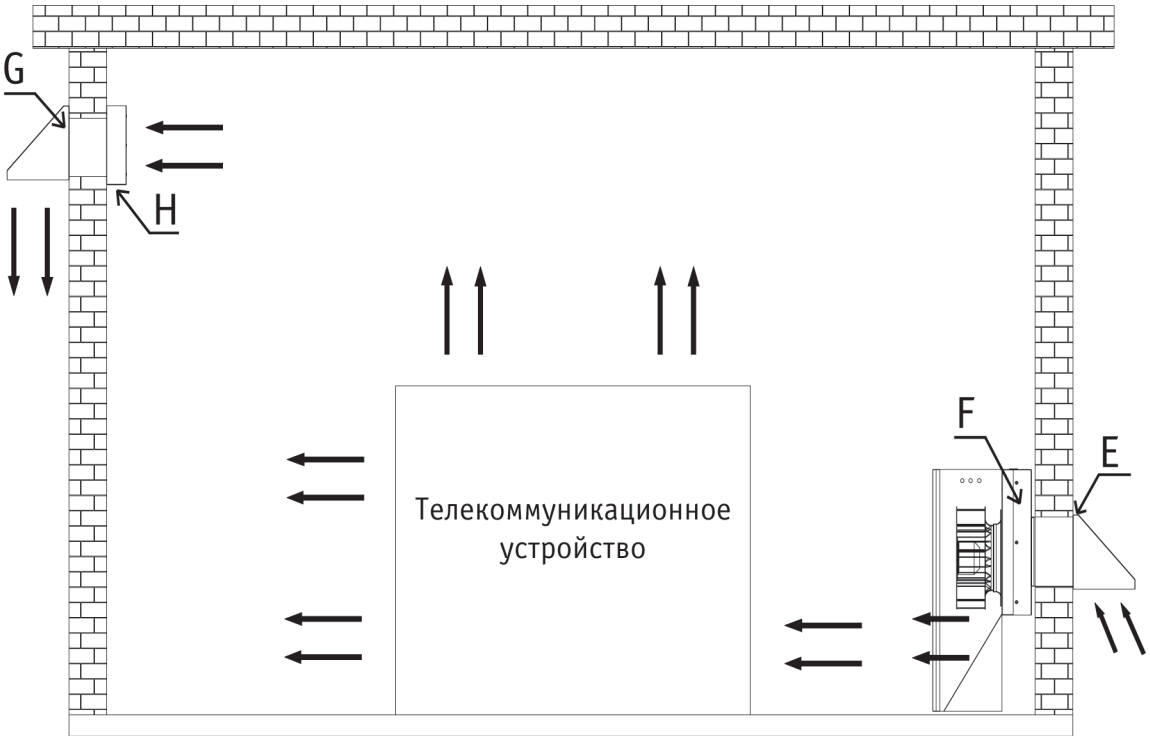

Рис. 3.1 Место монтажа
- Подготовьте 2 монтажных отверстия и 16 отверстий для заклепочных гаек M6/M8 на стороне шельтера, как показано на рис. 3.1 и 3.2.